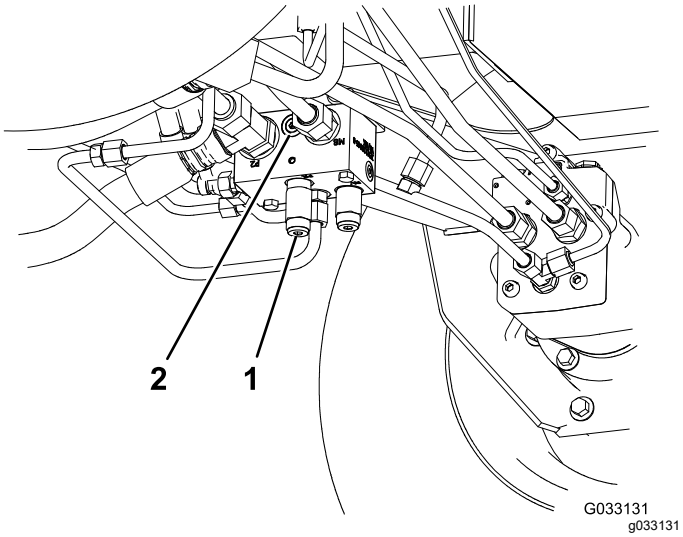

Figur 75
- Toro-artikelnr 95-0985, koppling (2)
- Toro-artikelnr 340-77, hydraulkoppling (2)
1. Montera en diagnoskoppling i den omarkerade porten som sitter mellan portarna M8 och P2 på det bakre grenröret (Figur 75).